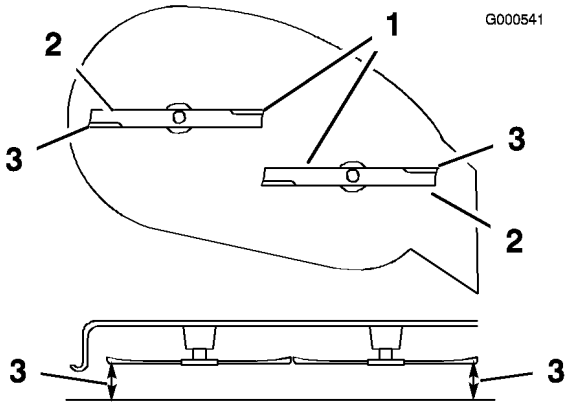

Figure 40
5. Tournez prudemment les lames pour qu'elles soient parallèles dans le sens transversal (Figure 40). Mesurez la distance entre les tranchants extérieurs et le sol plat (Figure 40). Si les deux mesures diffèrent de plus de 5 mm, un réglage s'impose. Poursuivez la procédure.